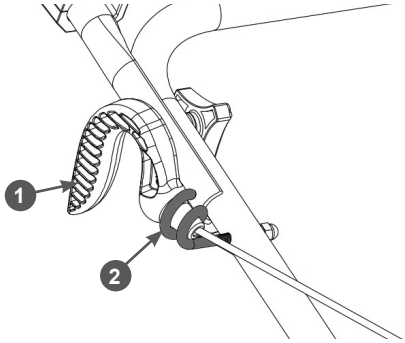

Рис. 8. Крепление ручки стартера на рукоятке
6. Нажмите на рычаг остановки двигателя, потяните за ручку стартера, проденьте шнур стартера через витки кронштейна и закрепите ручку 1 стартера на кронштейне 2 на рабочей рукоятке, как показано на Рис. 8.